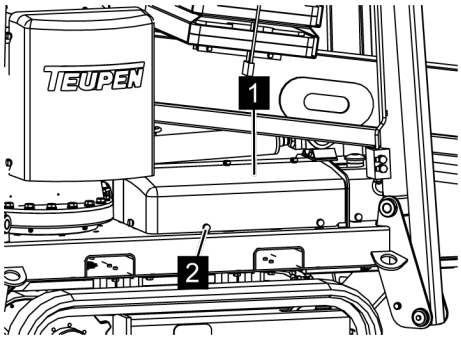

Fig. 121: Loosen the cover
2. *Unscrew all knurled thumb screws (*Fig. 121*/2) of the cover (*Fig. 121*/1) and remove the cover.*